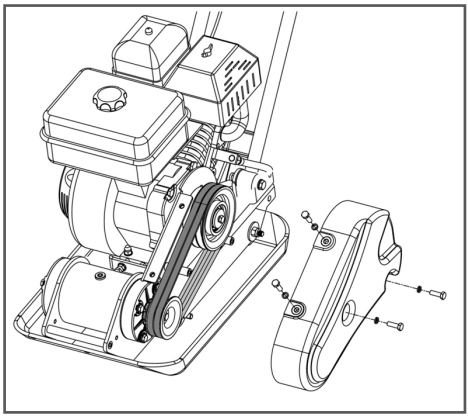

Рис. 28 Проверка состояния ремней
1. Открутите болты крепления и снимите кожух защитный ремней, чтобы получить доступ к ремням (Рис. 28).